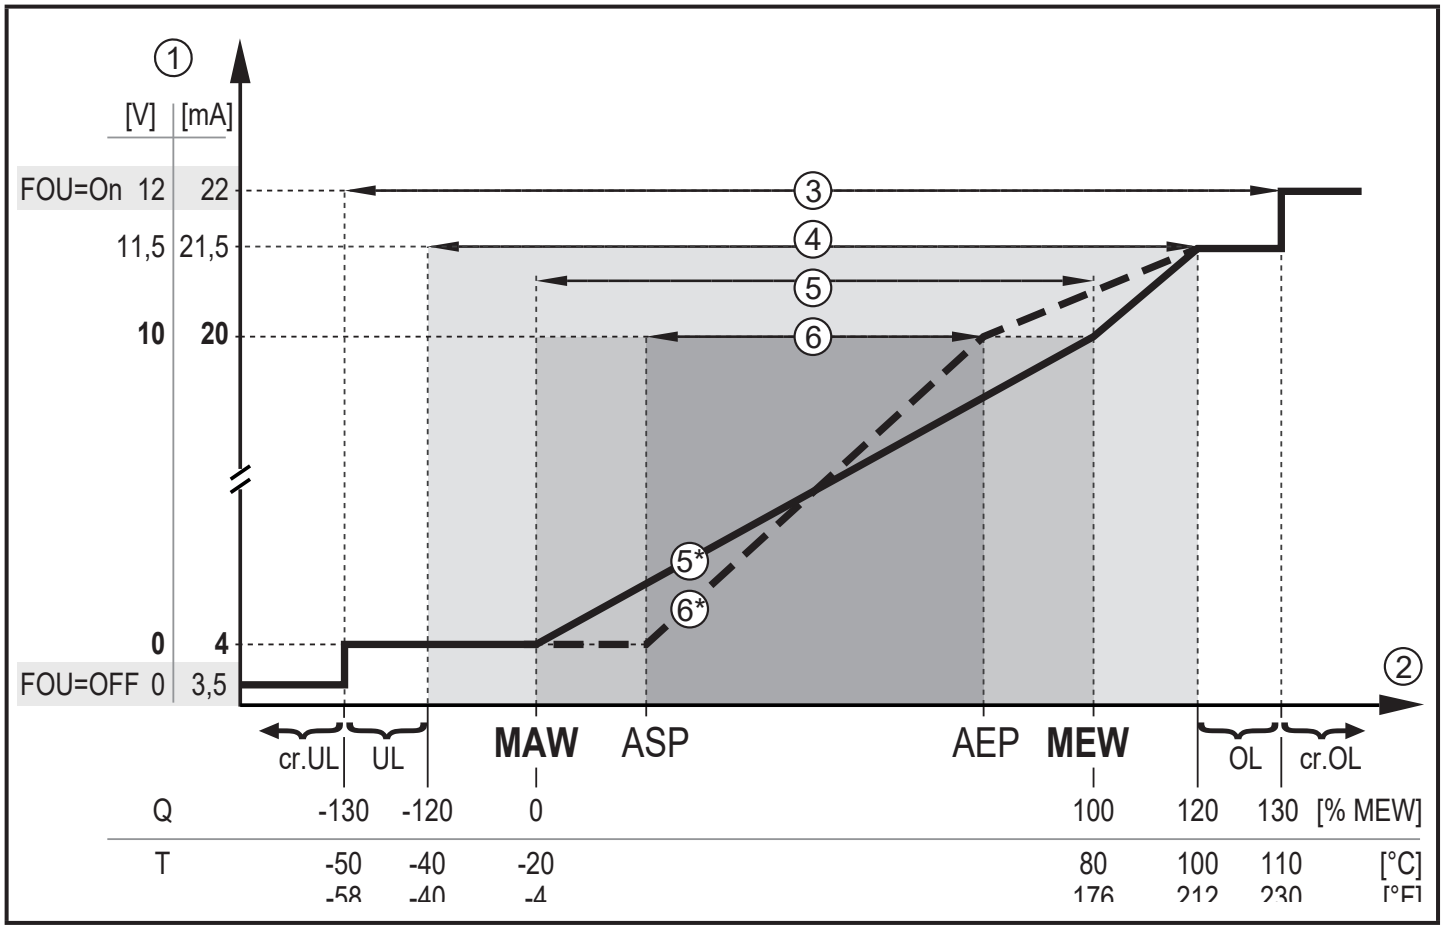

Рис. 1: Характеристики аналогового выхода в соответствии со стандартом IEC 60947-5-7.
- Если измеренное значение находится вне диапазона измерения или в случае внутренней ошибки, выдаются токовые сигналы или сигналы напряжения, указанные на Рис. 1.